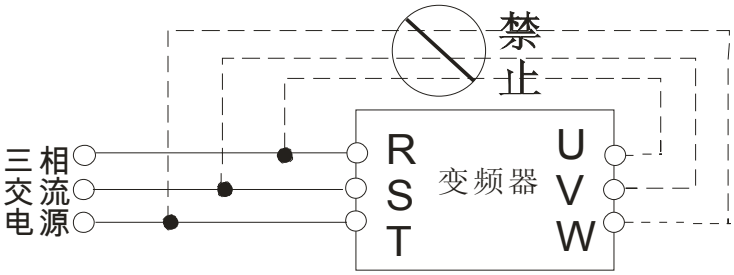

图1-2
- 严禁将交流电源接到变频器的输出端子U、V、W上，否则将会造成变频器的损坏，如图1-2所示 。